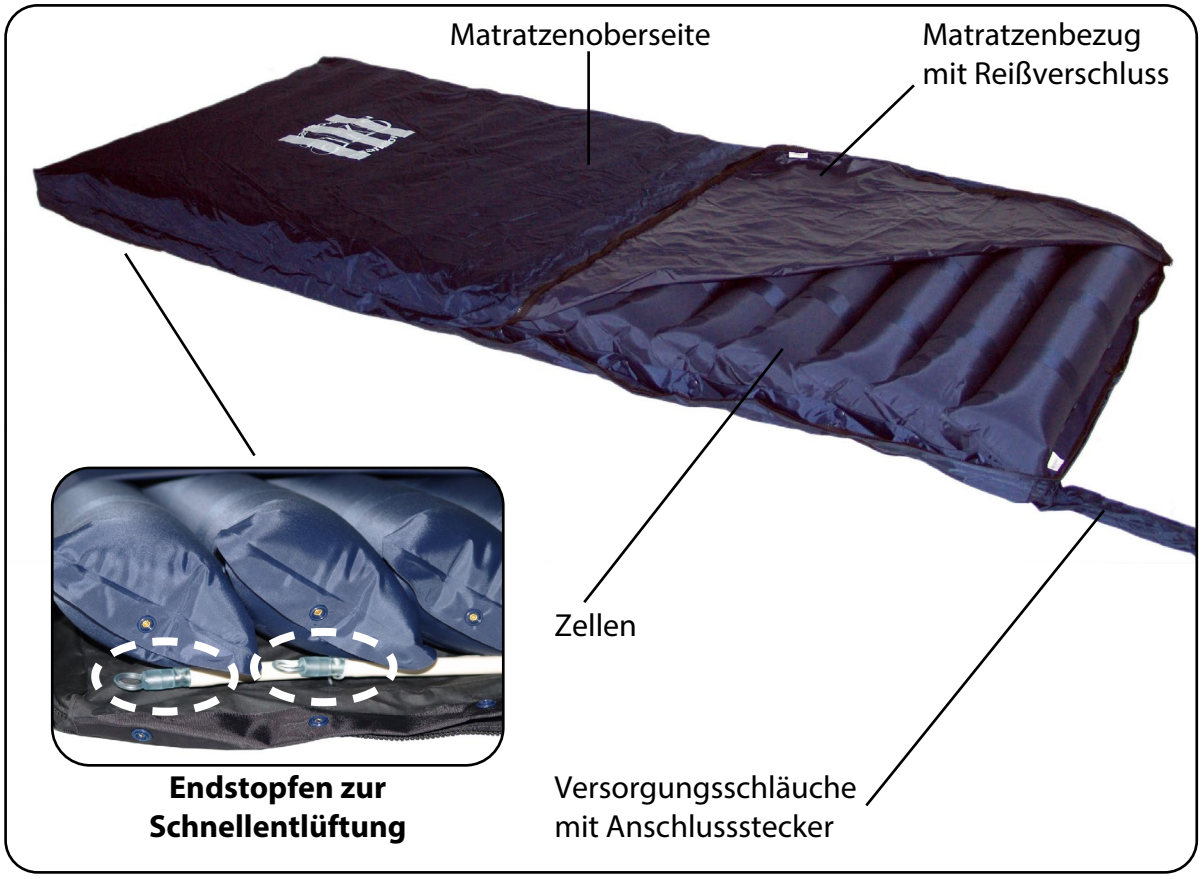

Abb. 5.03 - Wechseldruckmatratze Oberseite
12. Überprüfen Sie, ob die Zuleitungs- und Verteilerschläuche der Wechseldruckmatratze durch die Endstopfen vollständig geschlossen sind. Die Endstopfen befinden sich (aus der Sicht der im Bett liegenden Person) auf der rechten Seite am Kopfende der Wechseldruckmatratze (Abb. 5.03).